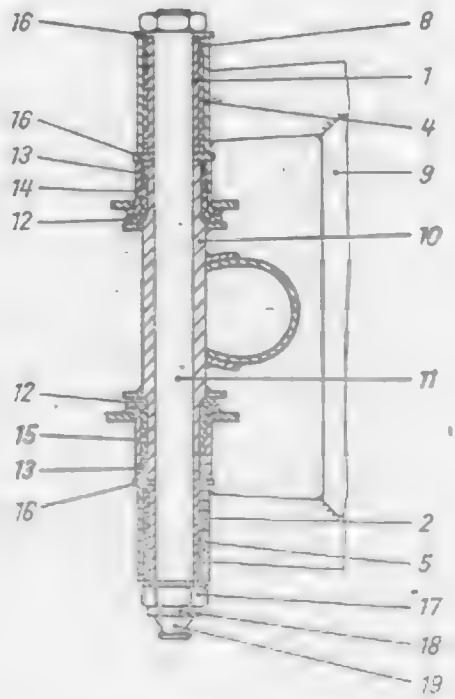

Rys. 91. Łożyskowanie wahacza
Zdjąć pierścień ustalający /18/ i nakrętkę sześciokątną /17/ z lewej strony, pobijakiem wybić w prawo oś i pozostawić pobijak w otworze w celu środkowania wahacza /patrz rys. 91 i 93/.
5.1.5. Tylne zawieszenie silnika /rys. 91/